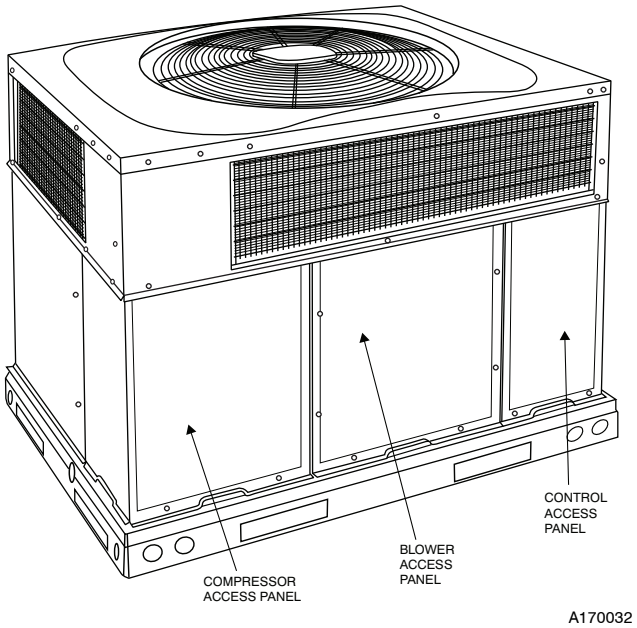

Fig. 20 - Unit Access Panels
a. Remove blower access panel (see Fig. 20).
g. Reinstall blower access panel (see Fig. 20).
1. Remove control access panel (See Fig. 20).
Remove blower access panel (see Fig. 20). Limit switch is located on the fan partition.
3. Remove control access panel (See Fig. 20).
Remove access panels (see Fig. 20) to locate all the electrical controls and wiring. Check all electrical connections for tightness. Tighten all screw connections. If any smoky or burned connections are noticed, disassemble the connection, clean all the parts, re-strip the wire end and reassemble the connection properly and securely.